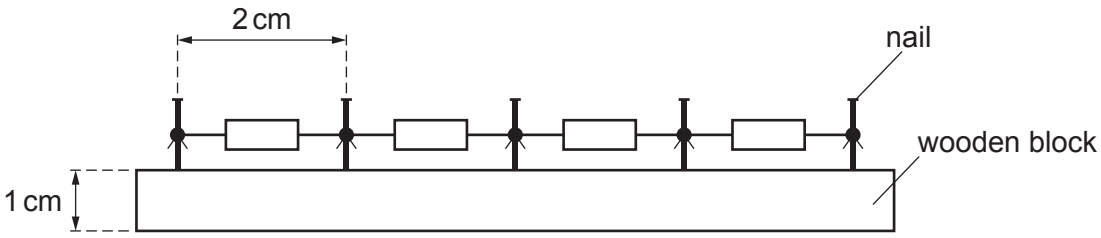

**Fig. 1.1**
**2** Five nails should be hammered into the wooden block as shown in Fig. 1.1.
Four of the resistors should be soldered to the nails as shown in Fig. 1.1.